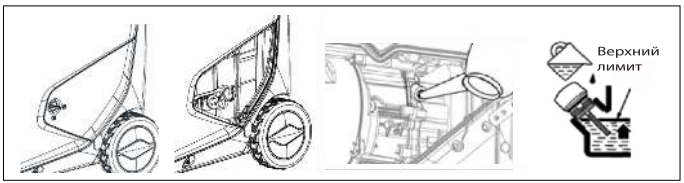

Рис.15
- Отвинтите крышку заливной горловины картера. Если уровень масла меньше нижнего края горловины, долейте масло до максимального уровня (*Рис. 15*).